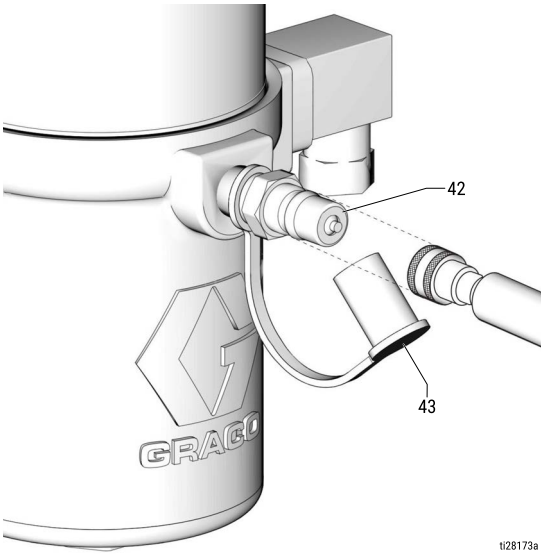

FIG. 4
1. Remove the grease cap (43) (FIG. 4) from the fill port to access the fill stud (42).
2. Connect the quick connect fitting on the fill pump to the fill port (42).
4. Disconnect the fill pump from the fill stud (42) (FIG. 4, page 8).
5. Secure grease cap (43) over the fill stud (42) (FIG. 4, page 8).